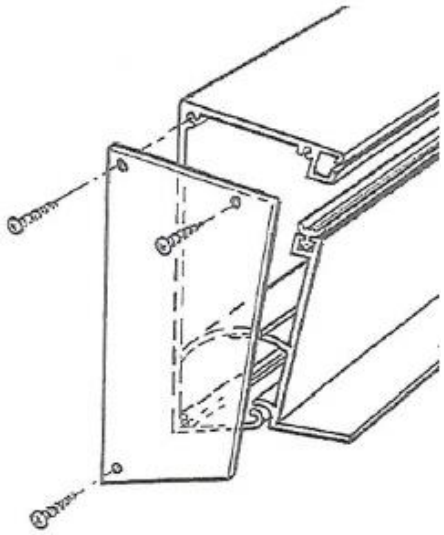

Abb. 31
6.13 Schrauben Sie jetzt an dem Wandprofil die Seitenkappen mit Kreuzschrauben an.  Abb.: 31